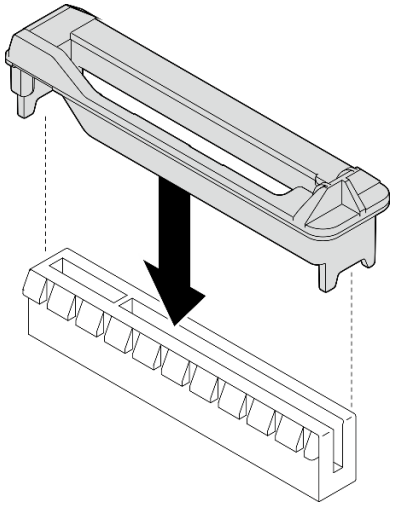

Рис. 120. Держатель разъема x8 PCIe
- Чтобы заменить существующий адаптер PICe, пропустите следующую процедуру установки: Рис. 120 «Процедура установки адаптера PCIe половинной длины» на странице 188